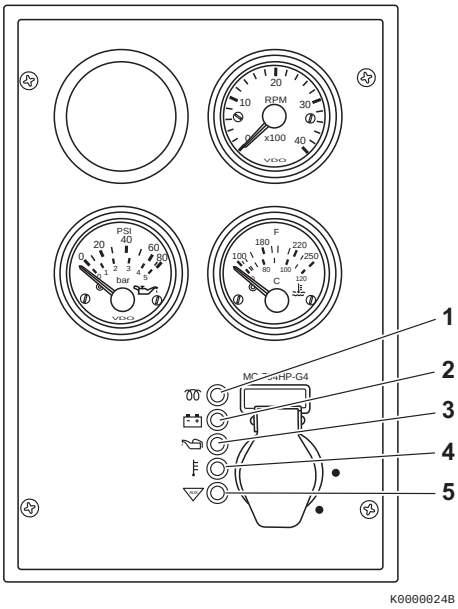
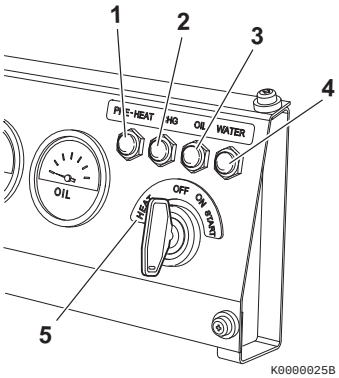

Figure 9
Figure 10
HEAT indicator (Figure 9, (1)) - For the "ON-glow" type of the starter switch that does not have the HEAT position in the counterclockwise direction of the ON position, by turning the key to the ON position, the preheating function automatically activates, and the HEAT indicator **(Figure 9, (1))** lights up. 4 seconds after the indicator turns off is when to start the operation. In the case of 3CE1 (DI), the indicator goes off after 15 seconds. *Please refer to HEAT on page 28 about the HEAT indicator of the electronic controlled engine.*
HEAT indicator (Figure 10, (1)) - When cold starting the engine, in order to activate the glow plug, the starter key needs to be turned to the HEAT position (left side of OFF) **(Figure 10, (5))**. By turning the key to the HEAT position and keeping it at that position, the HEAT indicator **(Figure 10, (1))** lights up, and after 4 seconds, it turns off. The time the indicator turns off is when to start the operation. In the case of 3CE1 (DI), the indicator goes off after 15 seconds.
Battery charge (Figure 9, (2)) or **(Figure 10, (2))** - When the key is turned to the ON position, the charge indicator lights up. When the engine is started, the alternator (or dynamo) generates power, and the battery starts charging. Then the indicator goes off. This indicator will also come on when there is a problem in the charging system. This indicator does not tell you the charging timing (when the battery is low). *See Troubleshooting Chart on page 90*.
Engine oil pressure (Figure 9, (3)) or **(Figure 10, (3))** - This indicator will come on if the engine oil pressure is below or exceeds normal limits. *See Troubleshooting Chart on page 90*.
Engine coolant temperature (Figure 9, (4)) or **(Figure 10, (4))** - This indicator will come on if the engine coolant temperature exceeds normal limits. *See Troubleshooting Chart on page 90*.
Auxiliary (Figure 9, (5)) - Used for special applications.